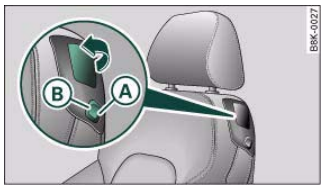

Fig. 75 Driver's seat: easy-entry controls
– Pull up the lever ⇒ fig. 75.